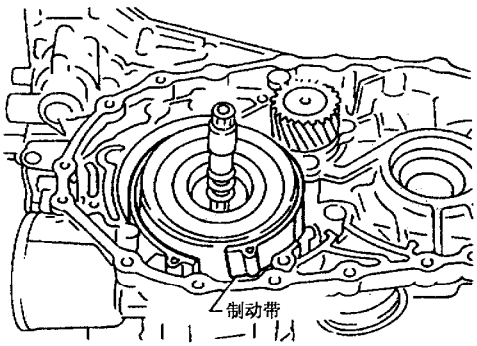

图 9-12-35
②如图 9-12-35 所示，从变速器壳体上拆下制动带。然后如图 9-12-36 所示用一个夹子固定制动带。